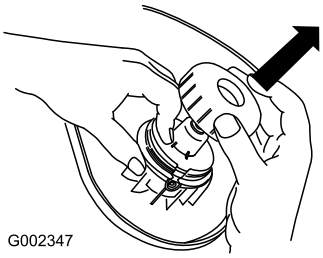

Figura 13
2. Retire la tapa y el carrete (Figura 13).